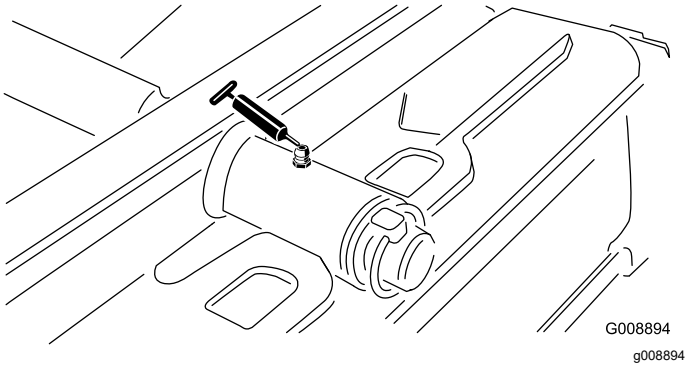

Rysunek 59
- Oś tylnego zespołu tnącego (Rysunek 59)